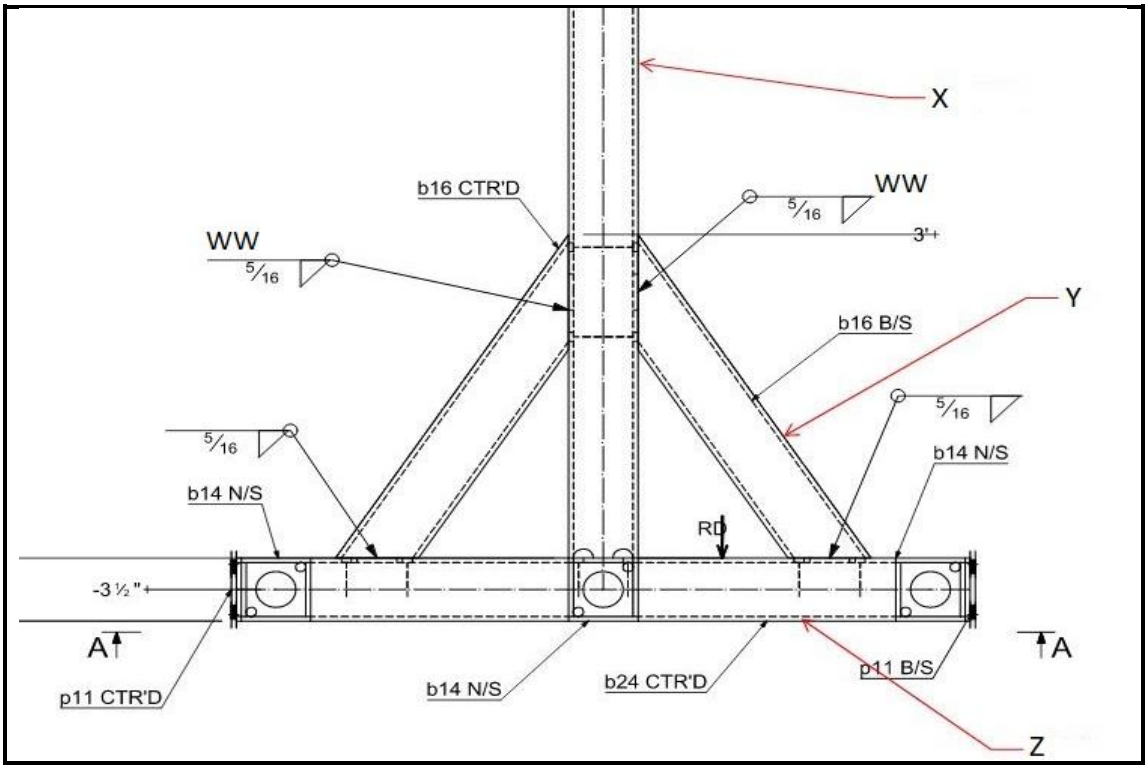

FIGUUR 4
4.1 Bestudeer FIGUUR 4 hier onder en beantwoord die vrae wat daarop volg.
4.1.1 FIGUUR 4 toon drie dele (X; Y and Z) wat saamgevoeg is. In jou ANTWOORDBOEK, skryf die naam van die volgende dele langs die letter wat elke deel aandui soos hulle op FIGUUR 4 verskyn. (3)